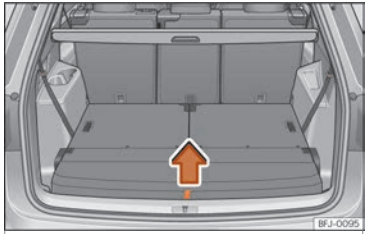

Fig. 161 Nel bagagliaio: sollevare il piano del bagagliaio.
• Tirare la maniglia flessibile del bagagliaio ››› **fig. 161** verso l'alto, nella direzione indicata dalla freccia, ed estrarre il piano.